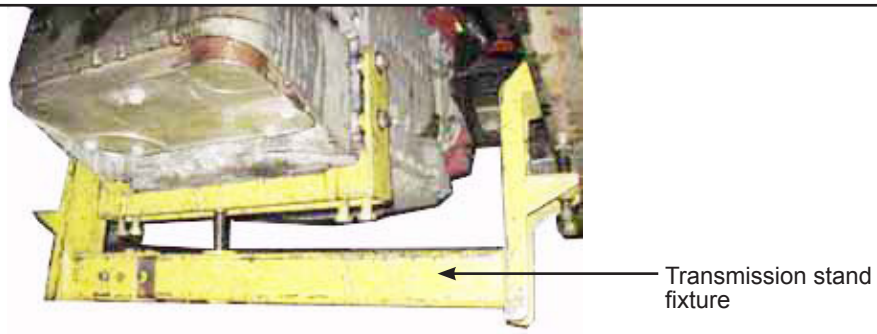

Figure 4 - Typical Transmission Support
1.7. Support the transmission from underneath using a typical stand fixture . See Figure 4.